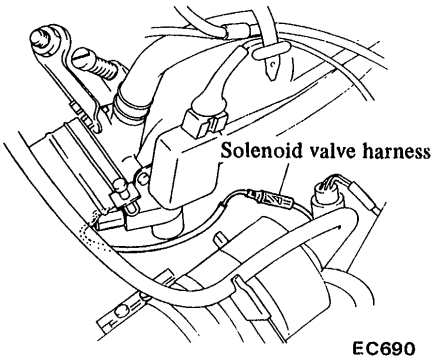

Fig. EC-7 Checking solenoid valve
2. Ensure that solenoid valve clicks when intermittently electrified as shown in Figure EC-7.